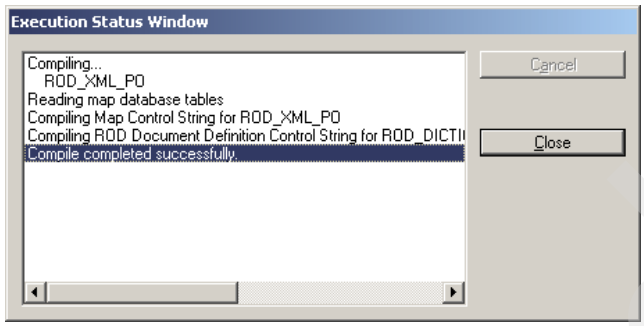

Figure 15-53 Compilation status
6. Select **Actions Compile** from the Data Interchange Services client. Click **OK** when asked do you want to save this changed object. The Execution Status window opens and details of the map compilation are displayed. The final entry in the Execution Status window should read `Compile completed successfully` (Figure 15-53 on page 511).